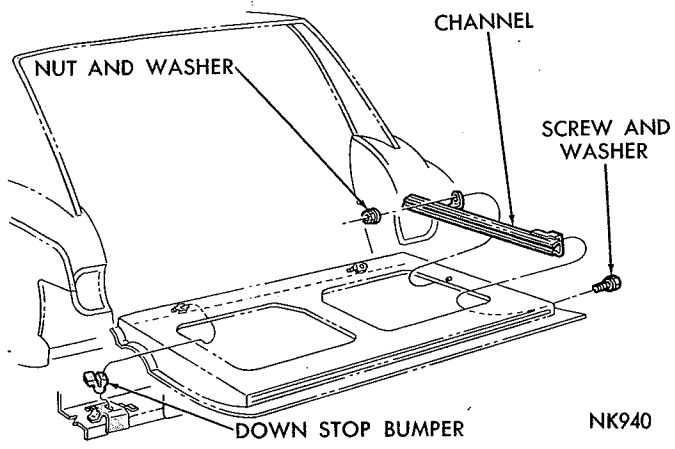

**Fig. 186—Glass Run Channel**
(1) Remove tail gate glass assembly.
(2) Remove screw and washer assembly from upper end of glass run channel (Fig. 186).
(3) Remove nut and washer attaching glass run at lower mounting bracket.
(4) Remove glass run channel assembly.